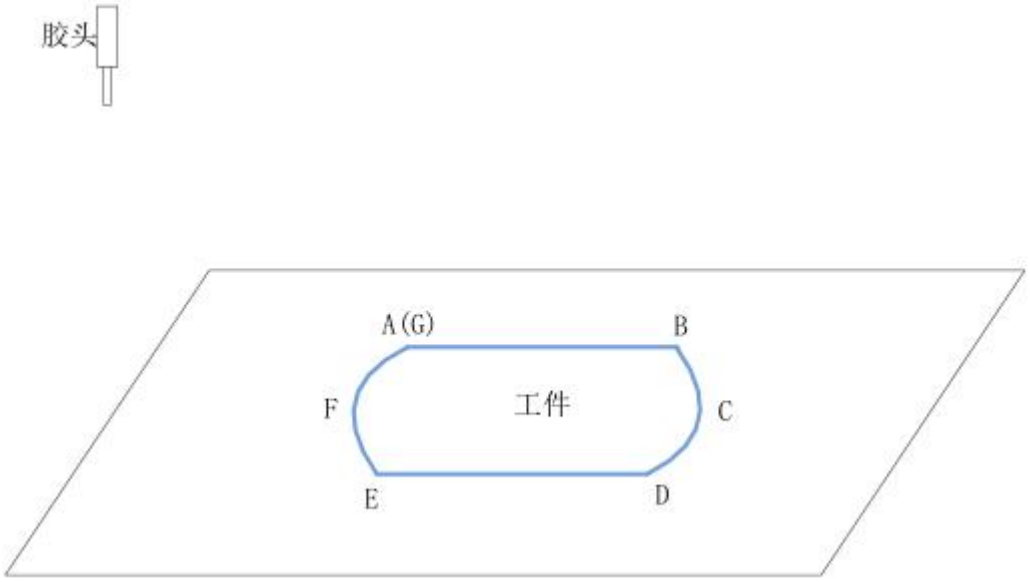

图 11.3.1
下面以图 11.3.1 所示工件为例，生成对应的示教文件以及加工任务。在进行示教前，确认点胶设备连接正确。
(1) 按示上示教盒上的点动 X Y 方向键，控制胶头移动到图 11.3.1 中的 A 点上方，然后通过控制 Z 轴方向按键，调整胶头与工件之间的距离到适当位置，按【ENT 确定】，这样就将多段线的起点 A 就录入到示教文件中，同时可以发现界面的左上方文件更改为【直线节点】，正上方的点数更新为 1/1。
(2) 重复 A 点的录入方式，将胶头移动到工件 B 点位置，按【ENT 确定】输入 B 点坐标位置到示教文件中。
(3) 接着进行圆弧段 BCD 的输入。同样先将点胶头移动到 C 点位置，然后按【F3】按键，将元素类型修改为【圆弧节点】，按【ENT 确定】输入 C 点坐标位置到示教文件中，同时左上角的元素类型更自动改为【直线节点】，点数更新为 3/3，以备新的坐标点输入。
(4) 在输入 C 点坐标以后，移动点胶头到 D 位置，确认界面左边的元素类型为【直线节点】，按【ENT 确定】输入 D 点坐标位置到示教文件中。
(5) 按照前面的步骤，依次可以输入 E、F 点坐标到示教文件中。
(6) 由于该示教轨迹为封闭图形，因此在输入最后一个点 G 点坐标时，直接按【F5 封闭】，系统自动创建【直线终点】到示教文件中，其坐标位置与 A 点的坐标位置一致，这样就将工件的轨迹完整地输入到示教文件中。
(7) 设置工艺参数 在此处不对工艺参数进行设置，使用系统自带的默认参数。关于工艺参数将在后续章节做详细介绍。
(8) 启动加工 完成以上工作后按【暂停启动】键两次，系统将按照你以上所编辑的程序完成所有动作。